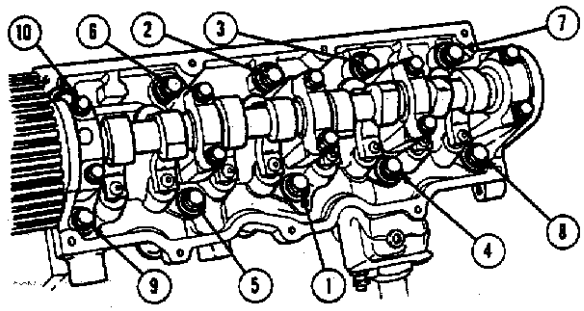

图3-36　气缸盖螺栓拧紧顺序
(2)按图示的顺序拧紧气缸盖螺栓(图3-36)。使用四步拧紧的方法，按照下面的数值拧紧螺栓：